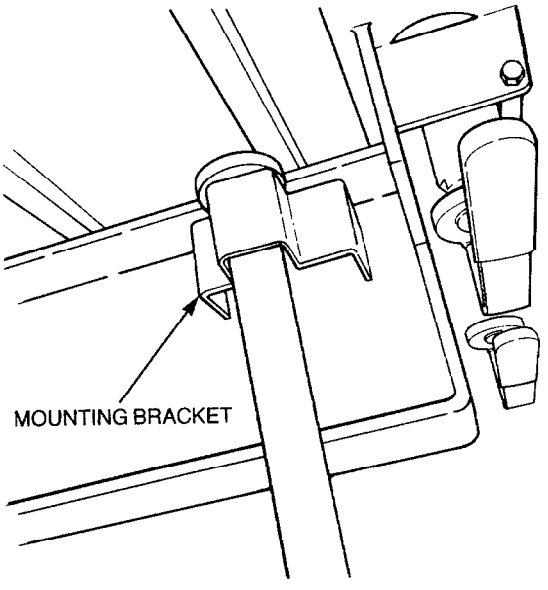

Figure 28 — Gate Rack Mounting Bracket
54. The gate rack is manufactured from tubular steel pipe and mild steel channel. The rack is secured to the trailer frame by four brackets which allow limited movement of the rack to form a semi-flexible mounting (see Fig. 28).